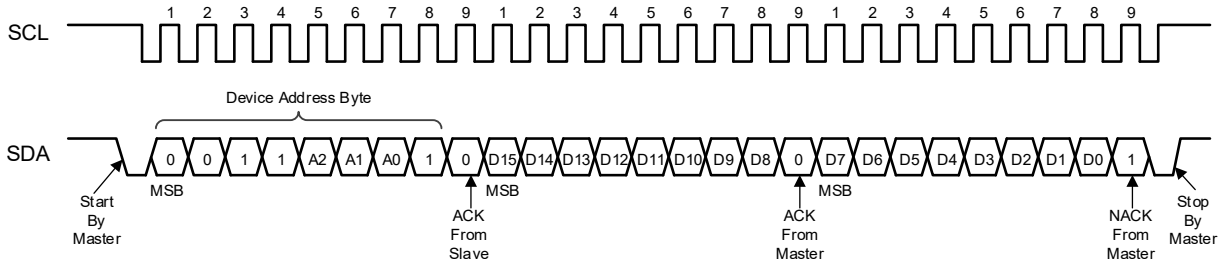
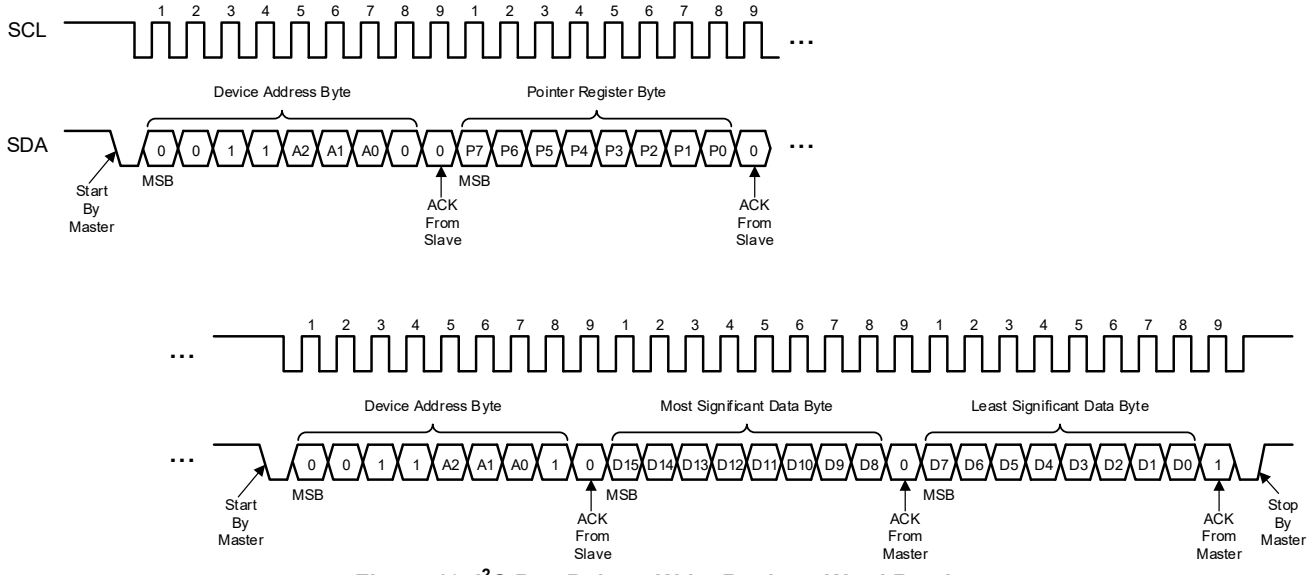

Figure 9. I²C Bus Preset Pointer Register Word Read
Figure 10. I²C Bus Pointer Write Register Word Read
2. The Pointer Register is loaded with the correct register address, and the data is read. The preset pointer read is shown in Figure 9. If it is desired to read random address each cycle, the complete pointer write, word read sequence is shown in Figure 10.